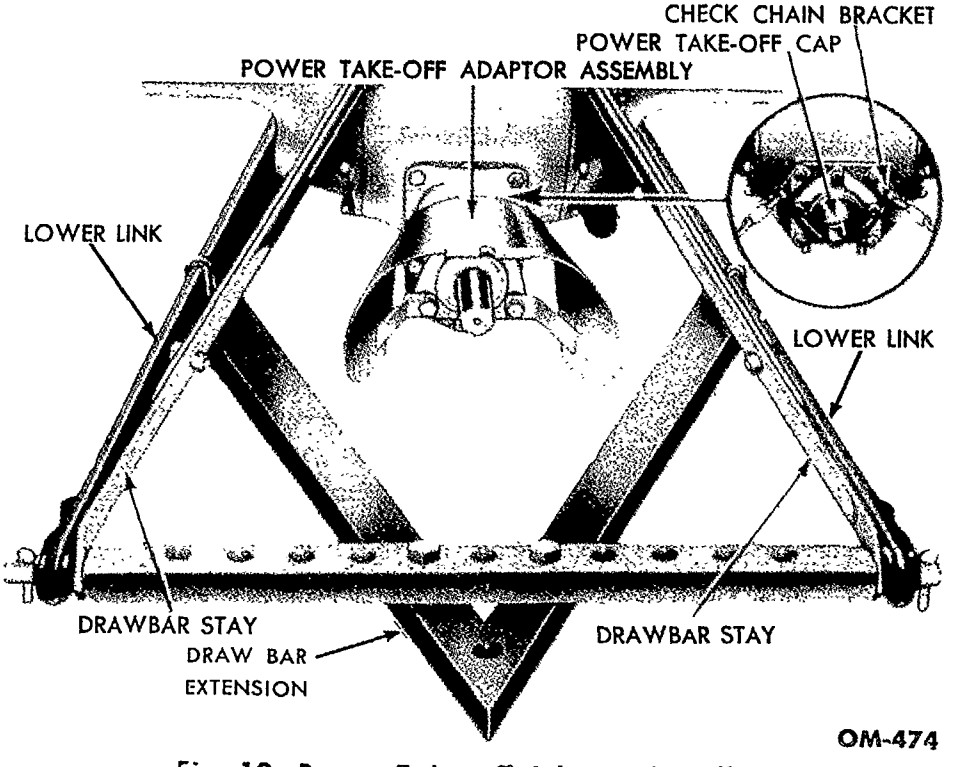

Fig. 12—Power Take-off Adapter Installed
When raising the hydraulic touch control lever, the drawbar or implement will raise. The power take-off shaft must be engaged to operate the hydraulic control. The hydraulic lift mechanism must not be used when the drawbar stays are installed on the tractor. The drawbar stays (fig. 12) are the two steel braces installed between the drawbar and the top link yoke.
g. Drawbar Stays. Drawbar stays (fig. 12) are used to support the drawbar when employing many pull type implements. When the drawbar stays are being used, the lower links (fig. 12) should not be raised with the hydraulic control as such action may damage the drawbar stays.
off cap (fig. 12). Remove the four cap screws which hold the check chain brackets to the center housing. Insert the power take-off adaptor over the spline of the power take-off shaft with the grease fitting on the bottom, and fasten it to the center housing with the four cap screws (fig. 12). Drawbar stays should always be used when using the power take-off adaptor. Adjust the drawbar stays to give a drawbar height of 12 inches. Install the drawbar extension. To remove the power take-off adaptor, follow reverse procedure for installation. NOTE: ***Check chain must be attached with the short section of the bracket on top (fig. 12). If the brackets are not installed correctly, it is impossible to raise the lower links to the top of their travel, thus resulting in excessive pressure in the hydraulic pump.***
To install the belt pulley assembly, remove the power take-off cover (fig. 12). Remove the four cap screws which hold the two lower link check chains. Engage the spline of the pulley assembly on the power take-off shaft. Rotate the pulley assembly to the desired position and secure it with the four cap screws. To remove the pulley assembly, reverse the mounting procedure.